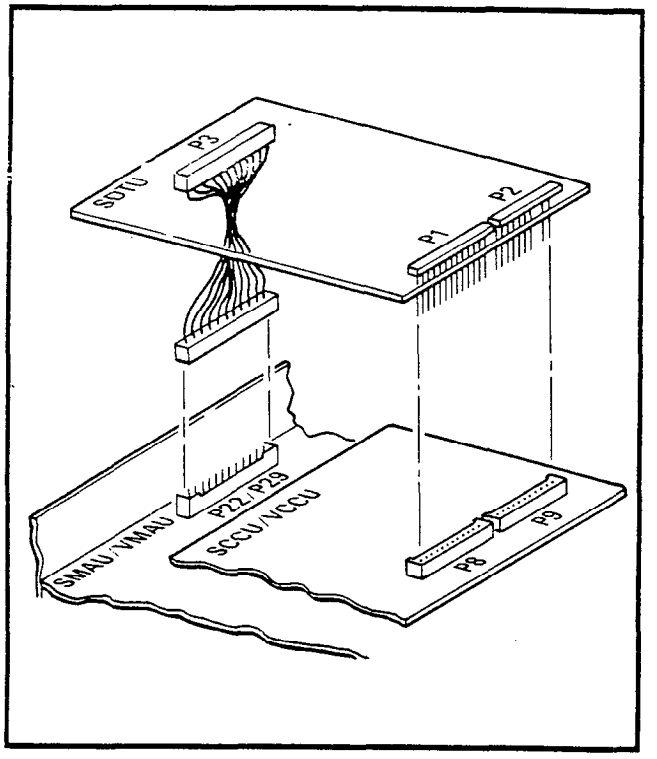

FIGURE 12—S_e/VI_e SDTU LOCATION
05.82 Insert connectors **P1** and **P2** on the SDTU into the **P8** and **P9** connectors on the SCCU (Figure 12). Route the provided jumper cable from the SDTU **P3** connector to the **P22** connector on the SMAU.
05.83 Insert connectors **P1** and **P2** on the SDTU into the **P8** and **P9** connectors on the VCCU (Figure 12). Route the provided jumper cable from the SDTU **P3** connector to the **P29** connector on the VMAU.